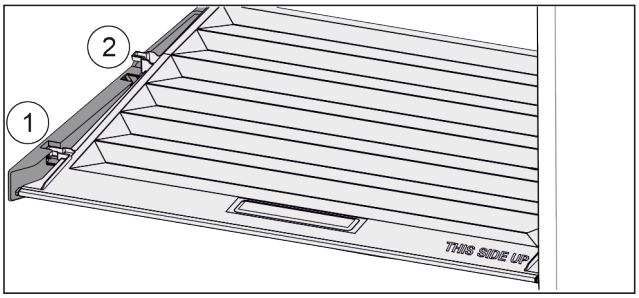

Fig. 27
▶ Потянуть крышку до отверстия в поддерживающих деталях вперед *Fig. 27 (1)*.
▶ Поднять сзади снизу и извлечь *Fig. 27 (2)* движением верх.